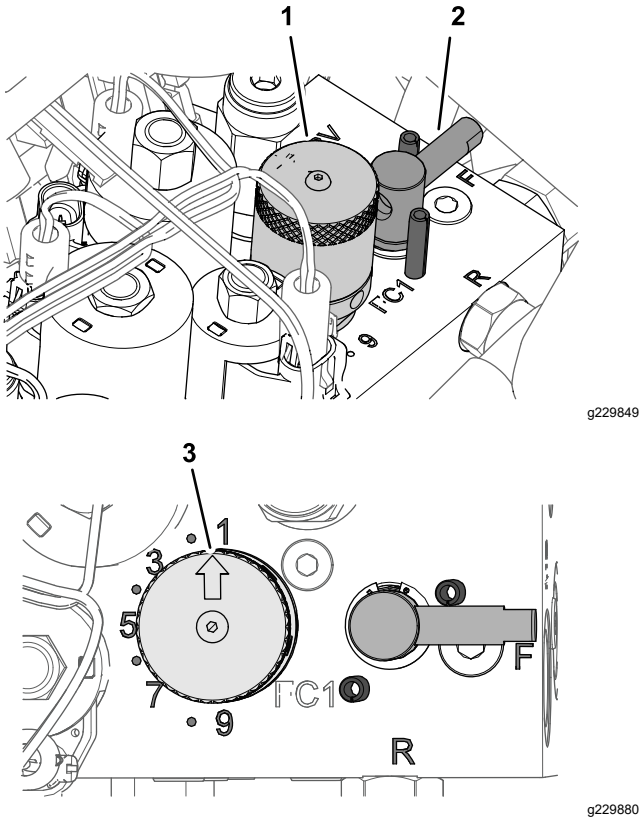

Figuur 53
5. Stel het toerental van de messenkooi in door de knop voor de toerentalregeling van de messenkooien te draaien (Figuur 53) tot de de indicatorpijl het nummer aanwijst dat u bepaald hebt in stap 3.